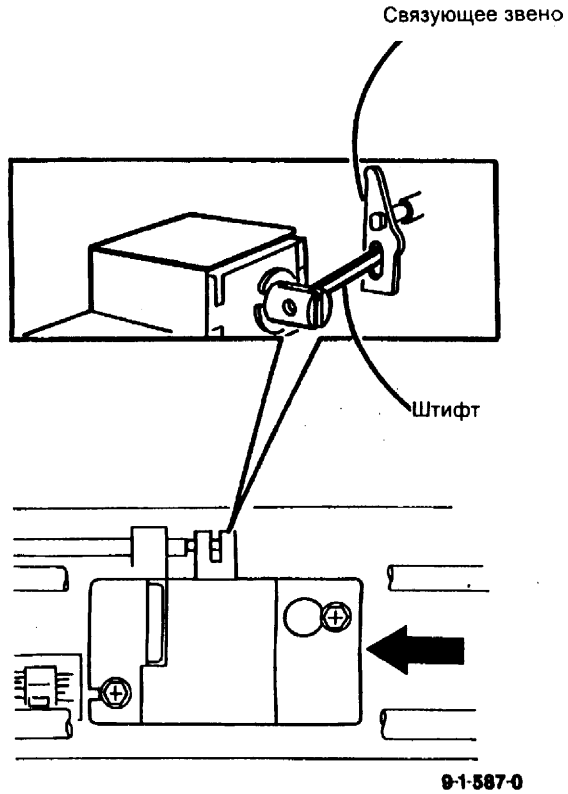

Рис. 2 Наклон соленоида (SOL05-4)
2. (Рис. 2) Сместите SOL05-4 в указанном направлении, перед тем как затянуть винты. Убедитесь, что штифт активатора соленоида вставлен правильно в связующее звено входного затвора.